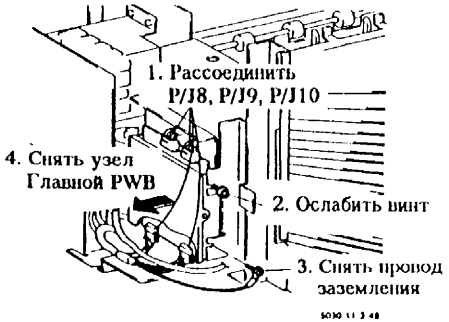

Рис. 9. Снятие Главной PWB
7. (Рис. 9): Снять Главную PWB.